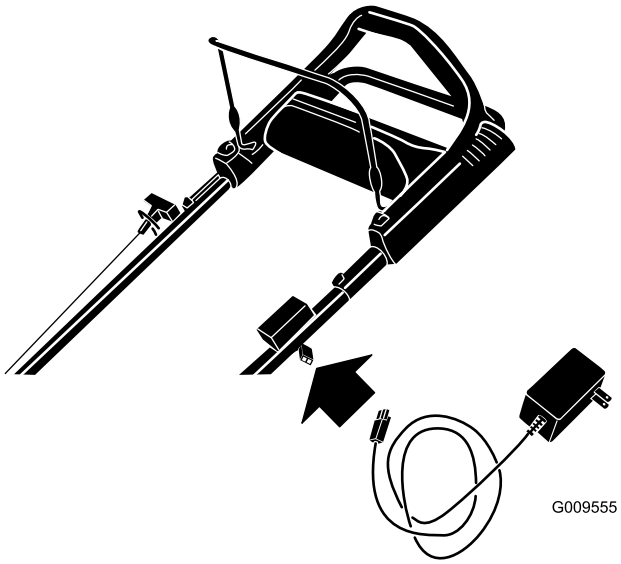

Figur 37
1. Anslut laddaren till maskinens ledningsnät nedanför tändningsnyckeln (Figur 37).